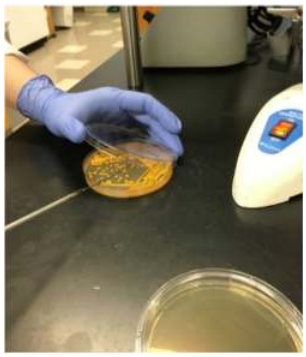

Figure 8.4.5: Copy and Paste Caption here
- Let the loop cool for a few seconds. Still holding it like a pencil, remove the lid of the plate while keeping it over the plate. The most common way of doing this is to “clamshell” the lid by opening it at an angle of the plate. See Figure 8.4.5.